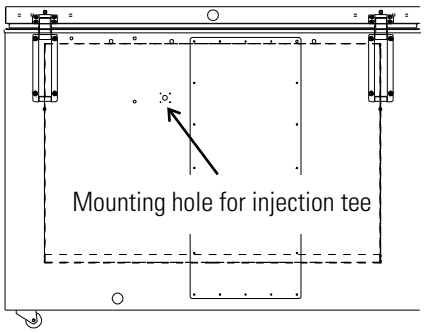

**Figure 6-1.** Mounting location
1. Locate the mounting hole for installing the injection tee assembly. See Figure 6-1.